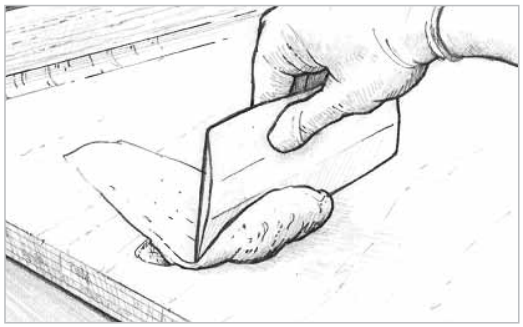

Figure 5-15 *Trowel the thickened epoxy fairing compound into the voids and depressions with a plastic spreader.*
4. Trowel on the thickened epoxy mixture with a plastic spreader, working it into all voids and depressions. Smooth the mixture to the desired shape, leaving the mixture slightly higher than the surrounding area *(Figure 5-15)*. Remove any excess thickened epoxy before it cures. If the voids you are filling are over ½" deep, apply the mixture in several applications or use 206 Slow Hardener or 209 Extra Slow Hardener, depending on ambient temperature.